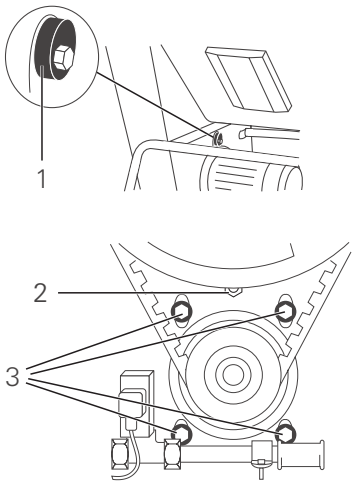

Fig. 12: Tensioning the wedge belt
- Loosen the locking nut of the tensioning cam (Fig. 12,2)
- Loosen the mounting bolts of the motor flange (Fig. 12, 3)
- Turn the tensioning cam (Fig. 12, 1) until the belt reaches the correct tension